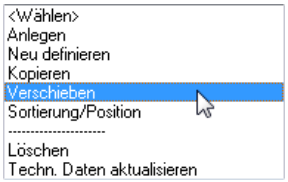

Bild 27.84 – *Block*, Menüpunkt *Verschieben*
- Wählen Sie den zu verschiebenden Block und klicken Sie im Listenmenü der Blöcke auf *Verschieben* (Abb. 27.84).